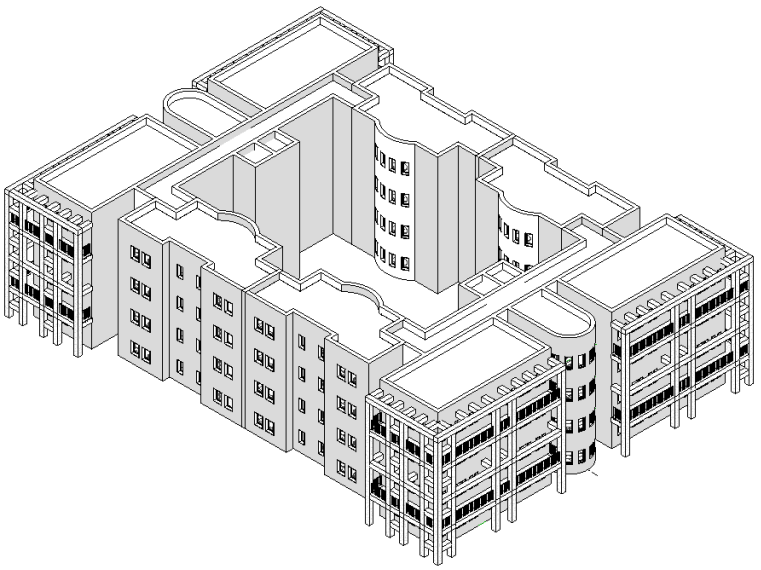

Figure 16-77 *The northeast 3D view for the apartment cluster*
b. Group the projects and use the modifying tools to create the *Apartment Cluster* project, refer to Figure 16-77.
9. You will also mirror the elements created for Design Option 1, separately in the Site view. Use the drag control to complete the overlapping walls. After completing this step, the northeast 3D view should appear similar to the illustration shown in Figure 16-77.